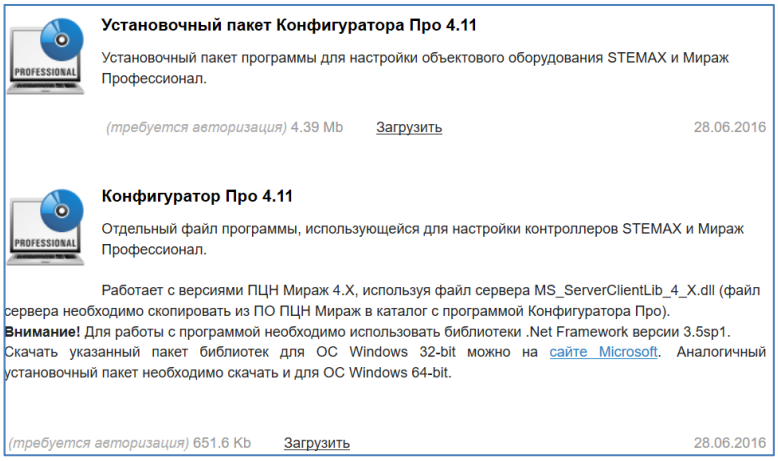

Рис. 2.1. Страница загрузки на официальном веб-сайте ООО «НПП «Стелс»
1. Загрузите с веб-страницы http://nppstels.ru/support/konf/ установочный пакет программы (рис. 2.1).